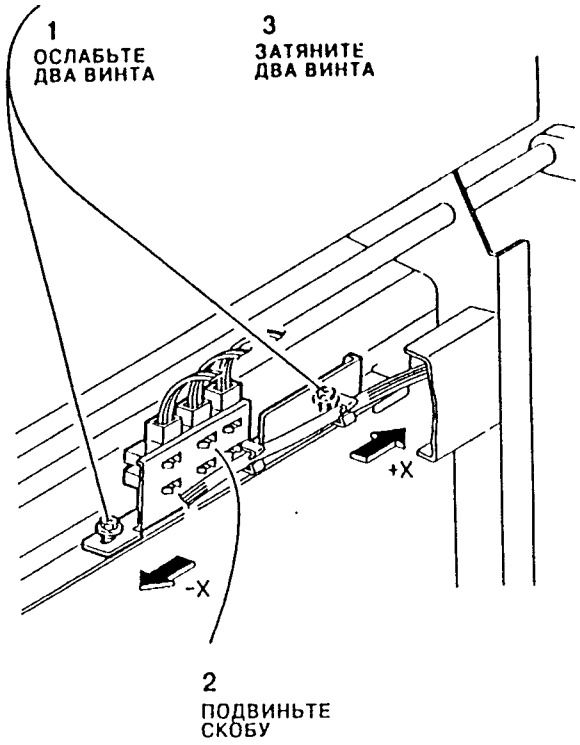

Рис. 6. Отрегулируйте по направлению "X"
3. Отрегулируйте положение скобы датчика (Рис. 6).